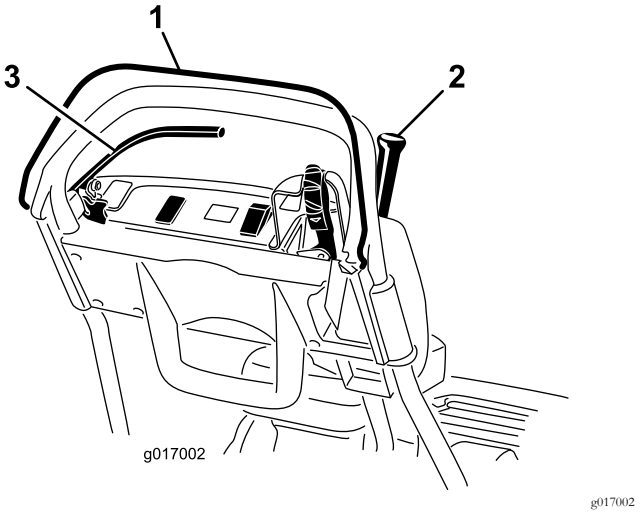

Rysunek 36
2. Gdy element sterujący obecności operatora jest zwolniony, spróbuj załączyć dźwignię jazdy (Rysunek 36). Dźwignia jazdy nie powinna ulec załączeniu. Jeżeli dźwignia jazdy ulegnie załączeniu, układ blokad wymaga serwisu. Usuń tę usterkę przed przystąpieniem do użytkowania maszyny.
3. Przy wciśniętym przełączniku OPC i dźwigni jazdy w położeniu załączonym zwolnij przełącznik OPC (Rysunek 36). Dźwignia jazdy powinna ulec odłączeniu. Jeżeli dźwignia jazdy nie ulegnie odłączeniu, układ
4. Przy wciśniętym przełączniku OPC i dźwigni zmiany biegów przesuniętej w lewo załącz napęd jezdny i wirnika, po czym zwolnij przełącznik OPC (Rysunek 36). Dźwignia jazdy powinna ulec odłączeniu. Jeżeli dźwignia jazdy nie ulegnie odłączeniu, układ blokad wymaga serwisu. Usuń tę usterkę przed przystąpieniem do użytkowania maszyny; zapoznaj się z Serwisowanie wyłącznika blokady jazdy (Strona 36).